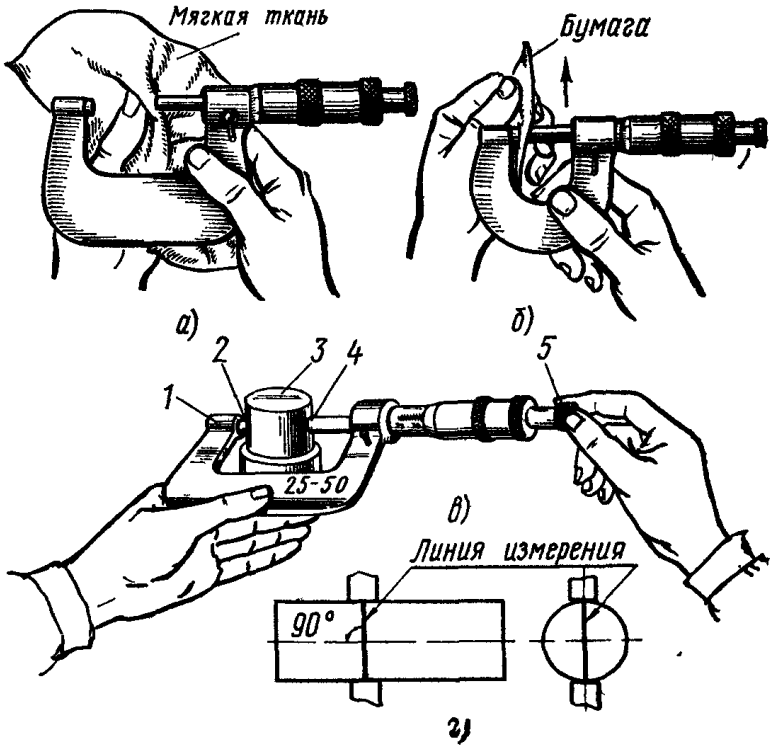

Рис. 14. Измерения микрометром МК:
a) протереть измерительные поверхности мягкой тканью или бумагой (рис. 14, *а – б*);
c) взять микрометр (рис. 14, *в*) левой рукой за скобу *1* (посередине), а измеряемую деталь *3* поместить между пяткой *2* и торцом микрометрического винта *4*;
e) при измерении детали линия измерения должна быть перпендикулярна образующей и проходить через центр (рис.14, *г*).